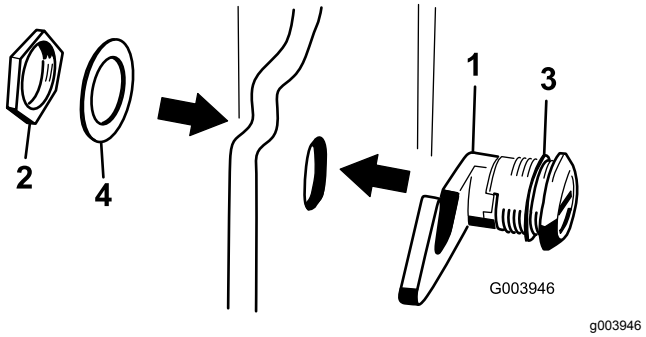

Figur 17
3. Demontera muttern från motorhuvsspärren (Figur 17).
4. För in spärrens krokände genom hålet i motorhuven, från huvens utsida. Se till att gummibrickan förblir på motorhuvens utsida (Figur 17).